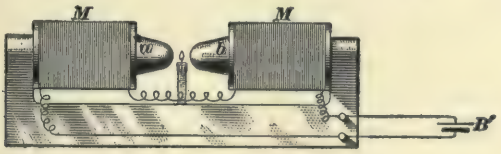

FIG. 23.
**27. The Magnetic Blow-Out.**—One method of putting out the arc is by means of the *magnetic blow-out*, so called because a magnet is used to blow out the arc. In Fig. 23 is